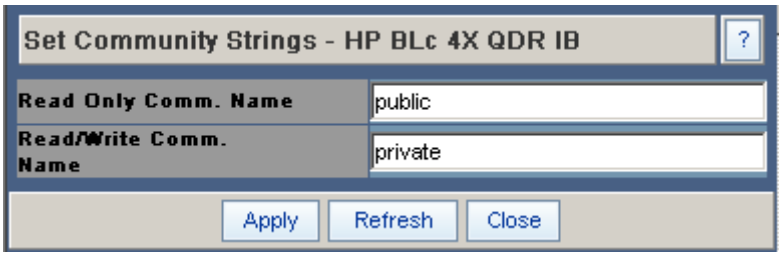

Figure 30 Set Community Strings Window
1. Click **Set Community Strings** under the **SNMP** menu. The **Set Community Strings** screen is displayed (Figure 30).